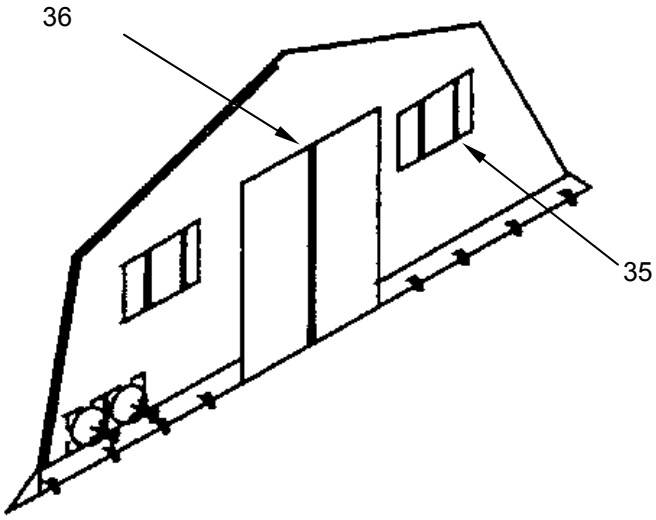

Figure 18. Identify End Section Components.
1. Identify end section **(Figure 18, Item 35)**. Regular end section has zip doors **(Figure 18, Item 36)** rather than the bootwall attachment on the modified end section.